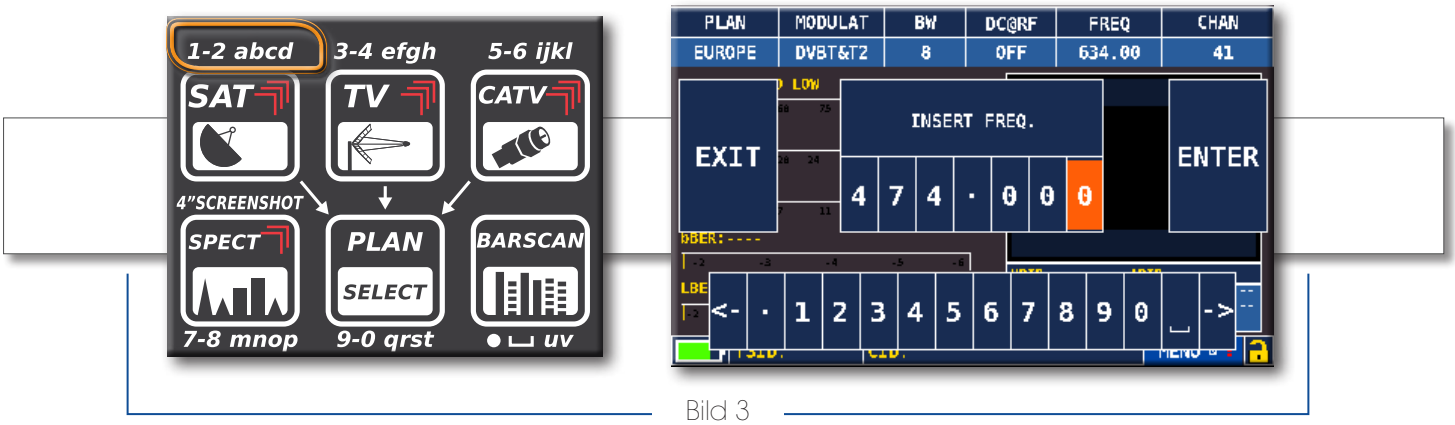

Bild 3
- Drehen Sie den Drehknopf um den Wert einzustellen (Bild 3)
- Drücken Sie die gewünschten numerischen Tasten um den Frequenzwert einzugeben, navigieren Sie mit dem Drehrad innerhalb der Eingabemaske (Bild 3)
- Drehen Sie den Drehknopf um den gewünschten Wert einzustellen (Bild 3) oder berührern Sie diesen Wert (Bild2)
- Drücken Sie den Drehknopf um die Einstellung zu bestätigen (Bild3)
oder berühren Sie den Bildschirm ausserhalb des Drop-Down Menüs (Bild3)
- Drehen Sie das Drehrad um den Wert einzustellen (Bild 3) oder berühren Sie direkt die gewünschte Option (Bild 3)
- Berühren Sie die Ziffern um den gewünschten Frequenzwert einzugeben (Bild 3)